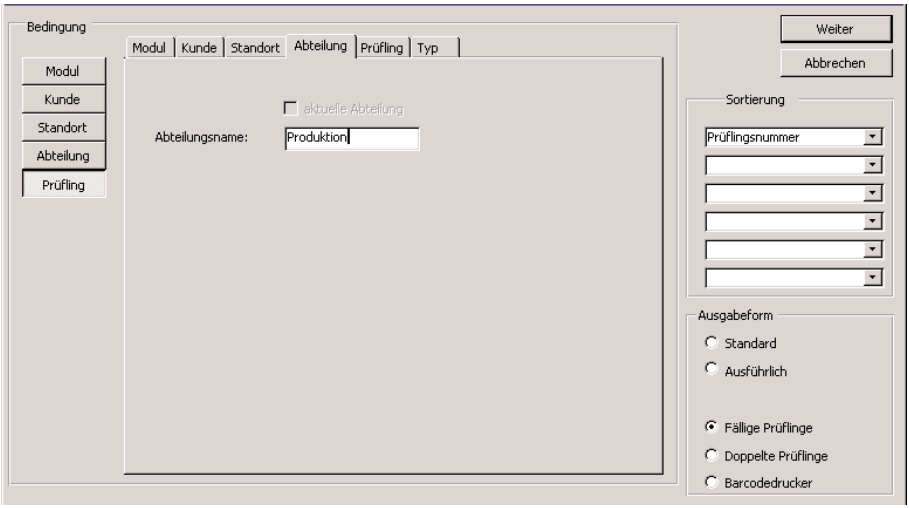

Bild 11.10: Fenster "Auswahl fällige Prüflinge "
- Wählen Sie entsprechend Bild 11.10 im angezeigten Fenster den Abteilungsnamen "Produktion", für das Register "Standort" markieren Sie "aktuellen Standort" und eine Sortierung nach der "Prüflingsnummer".